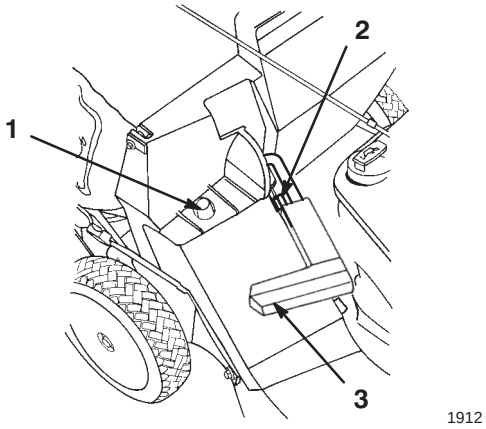

Figur 14
2. Se till att utkastarluckans handtag är fört hela vägen fram och att pinnen vidrör regeln (figur 14).
3. Skjut in hålet i gräsuppsamlarens ram på hållaren på kåpan (figur 14).
2. Lyft utkastarluckans handtag och för det framåt tills låspinnen vidrör regeln (figur 14).